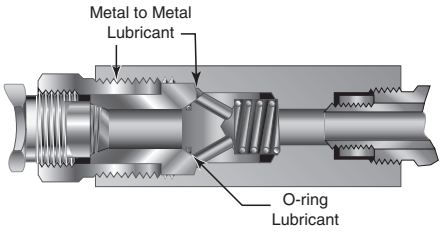

Figure 3
4. **Check Valves** - The gland nut should be lubricated on the external threads and at the end where it contacts the cover. The cover should be lubricated at the sealing surface where it contacts the body. For o-ring check valves, a small amount of o-ring lubricant on the o-ring will help swell the elastomer and aid sealing. Refer to Figure 3 for lubrication sites on check valves.